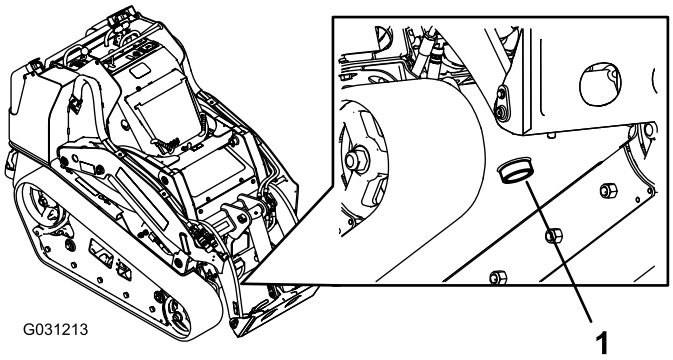

Rysunek 58
5. Umieść duży pojemnik (o pojemności co najmniej 57 litrów) pod korkiem spustowym z przodu zespołu jezdnego (Rysunek 58).
6. Odkręć korek spustowy i poczekaj, aż olej ścieknie do pojemnika (Rysunek 58).